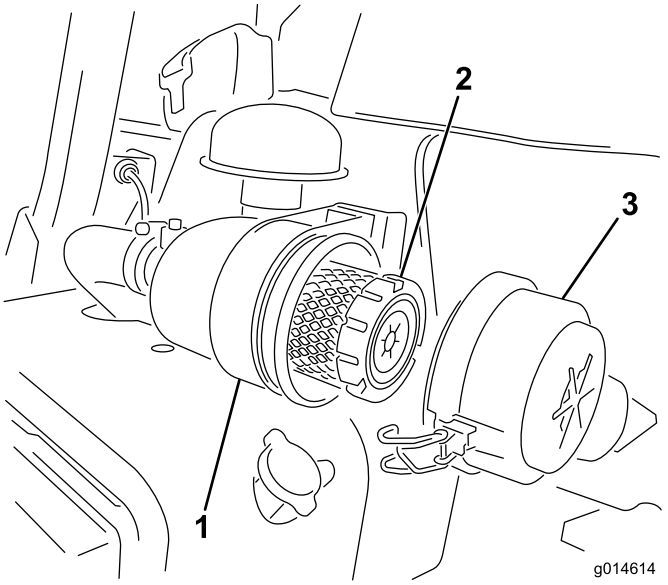

Figur 44
1. Åbn låsene, der fastgør luftfilterdækslet til luftfilterhuset (Figur 44).
6. Fastgør låsene (Figur 44).